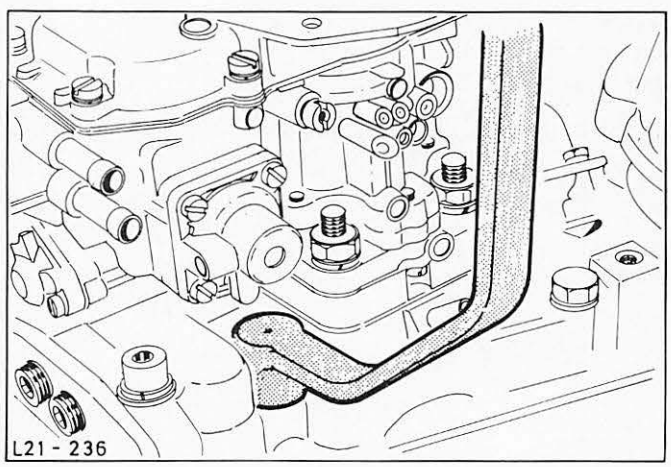

Abb.19 Ansaugbrücke mit Spezialwerkzeug 21-092A anziehen
- Bedingt durch die Änderungen an Ansaugbrücke und Vergaserzwischenflansch wurden die Spezialwerkzeuge 21-066 und 21-092A zum vorschriftsmäßigen Anziehen der Ansaugbrücke erforderlich, Abb.19.